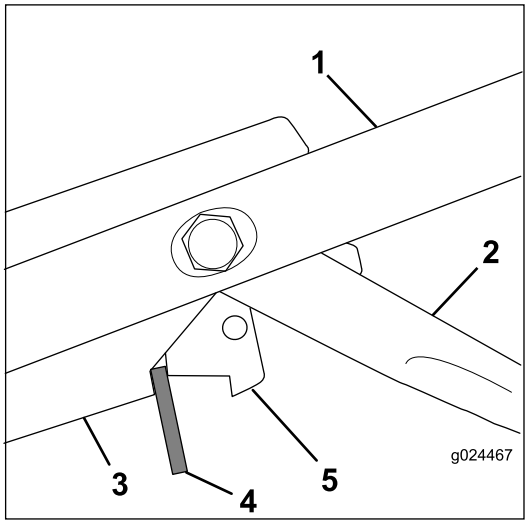

Figuur 31
3. Steek een afstandsstuk van 8 mm tussen bedieningshendel van de mesrem en de bedieningsbeugel op de handgreep (Figuur 31).